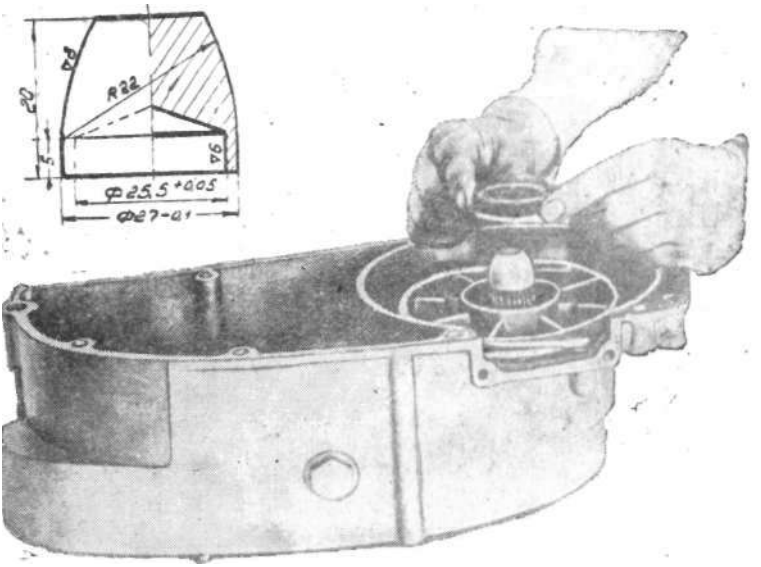

Рис. 108. Установка сальника на полуось коленчатого вала.
6. Во избежание повреждения рабочих кромок сальника установить наконечник (рис. 108) на полуось коленчатого вала, запрессовать сальники в крышки кривошипных камер при помощи оправки, вставить установочные кольца.